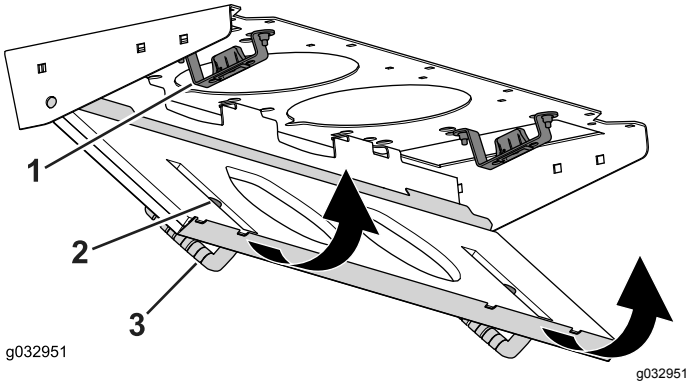

Figur 93
4. Vrid filterenheten runt flikarna tills spärren låser fast i spärrenheten (Figur 93).